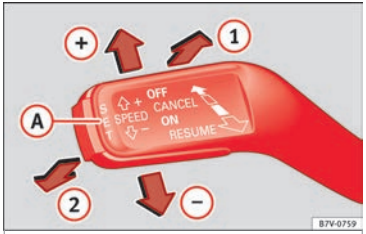

Afb. 46 Links van de stuurkolom: bedieningsschakelaar en -elementen van de GRA.
- GRA aanzetten: keuzehendel in stand **ON** (1) ››› **afb. 46** zetten. Het systeem wordt ingeschakeld, maar regelt niet omdat geen enkele snelheid is geprogrammeerd.
- GRA activeren: drukken op de knop **SET** (A) ››› **afb. 46**. Bewaart en regelt de huidige snelheid.
- GRA tijdelijk uitzetten: hendel naar **CANCEL** (2) ››› **afb. 46** zetten en loslaten, of rem of koppeling intrappen. Het snelheidsregelsysteem wordt tijdelijk uitgeschakeld.
- GRA opnieuw aanzetten: hendel naar **RESUME** (1) ››› **afb. 46** zetten en loslaten. De opgeslagen snelheid wordt opnieuw bewaard en geregeld.
- GRA uitschakelen: hendel in stand **OFF** (2) ››› **afb. 46** brengen. Het systeem wordt uitgeschakeld en de opgeslagen snelheid gewist.